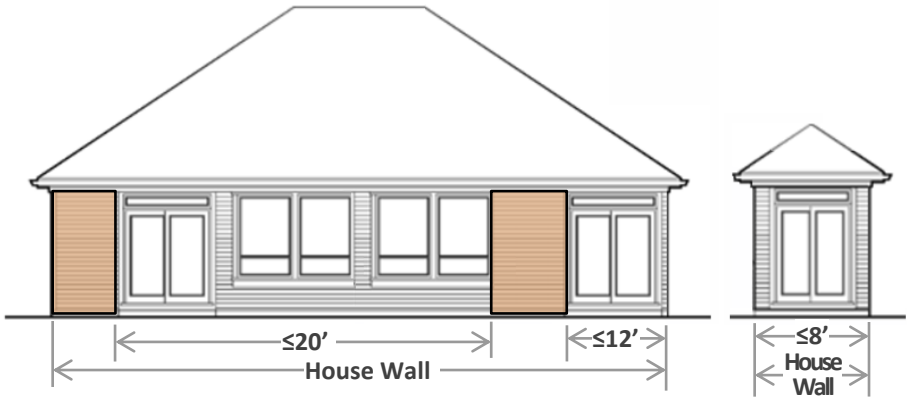

FIGURE 8: BRACED WALL PANELS ON HOUSE WALLS
1. **Location:** A braced wall panel must be located at or start within 12 feet from each house corner and, if using multiple rectangles, each rectangle corner. See FIGURE 8.
2. **Spacing:** The distance between adjacent braced wall panels on each house wall or rectangle side cannot exceed 20 feet. See FIGURE 8.
3. **Number:** House walls greater than 8 feet long must have a least one braced wall panel, and house walls less than 8 feet long are permitted to have no braced wall panels. See FIGURE 8.